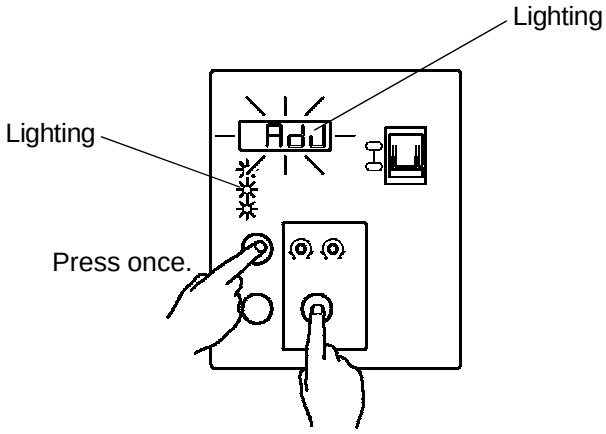

Fig. 31
8) Check that the Display Window is showing “AdJ”. “AdJ” indicates that the unit is currently in the Adjust Mode. See Fig. 31.